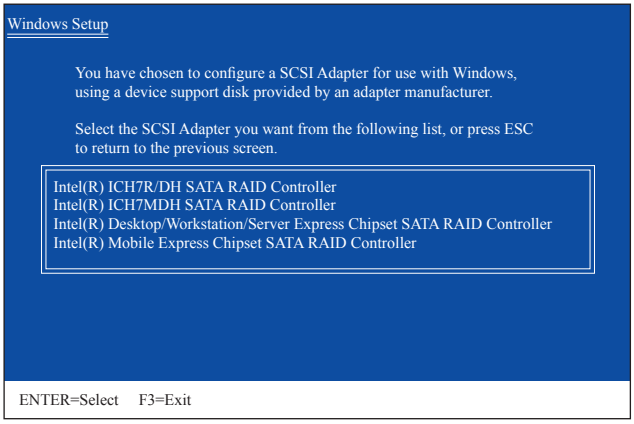

図 1
SATA RAID/AHCIドライバを含むフロッピーディスクを挿入し、<Enter>を押します。次に、以下の図1のようなコントローラメニューが表示されます。**Intel(R) Desktop/Workstation/Server Express Chipset SATA RAID Controller**を選択し、<Enter>を押します。AHCIモードの場合、キーボードの矢印キーを使用して**Intel(R) Desktop/Workstation/Server Express Chipset SATA AHCI Controller**アイテムにスクロールし<Enter>を押します。